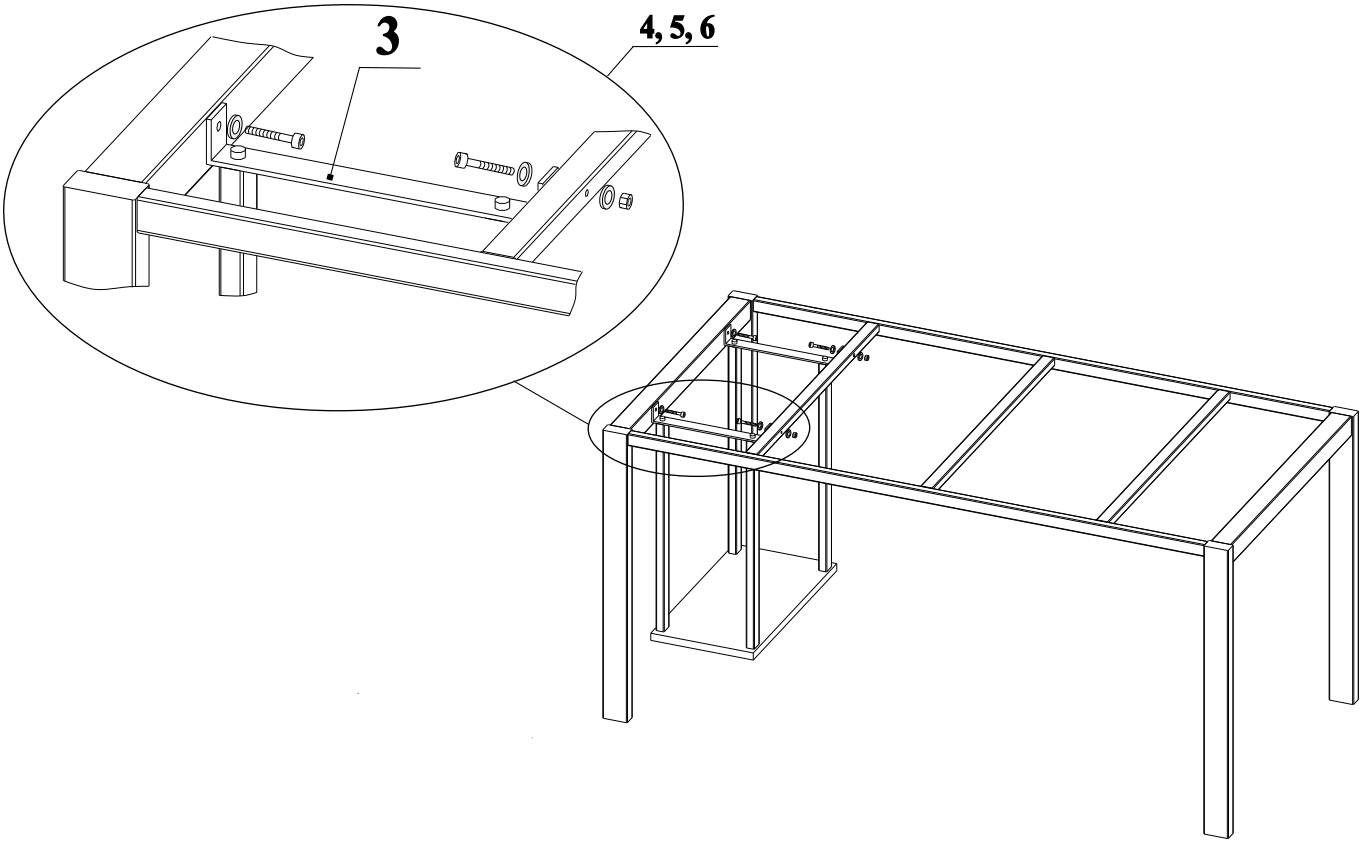
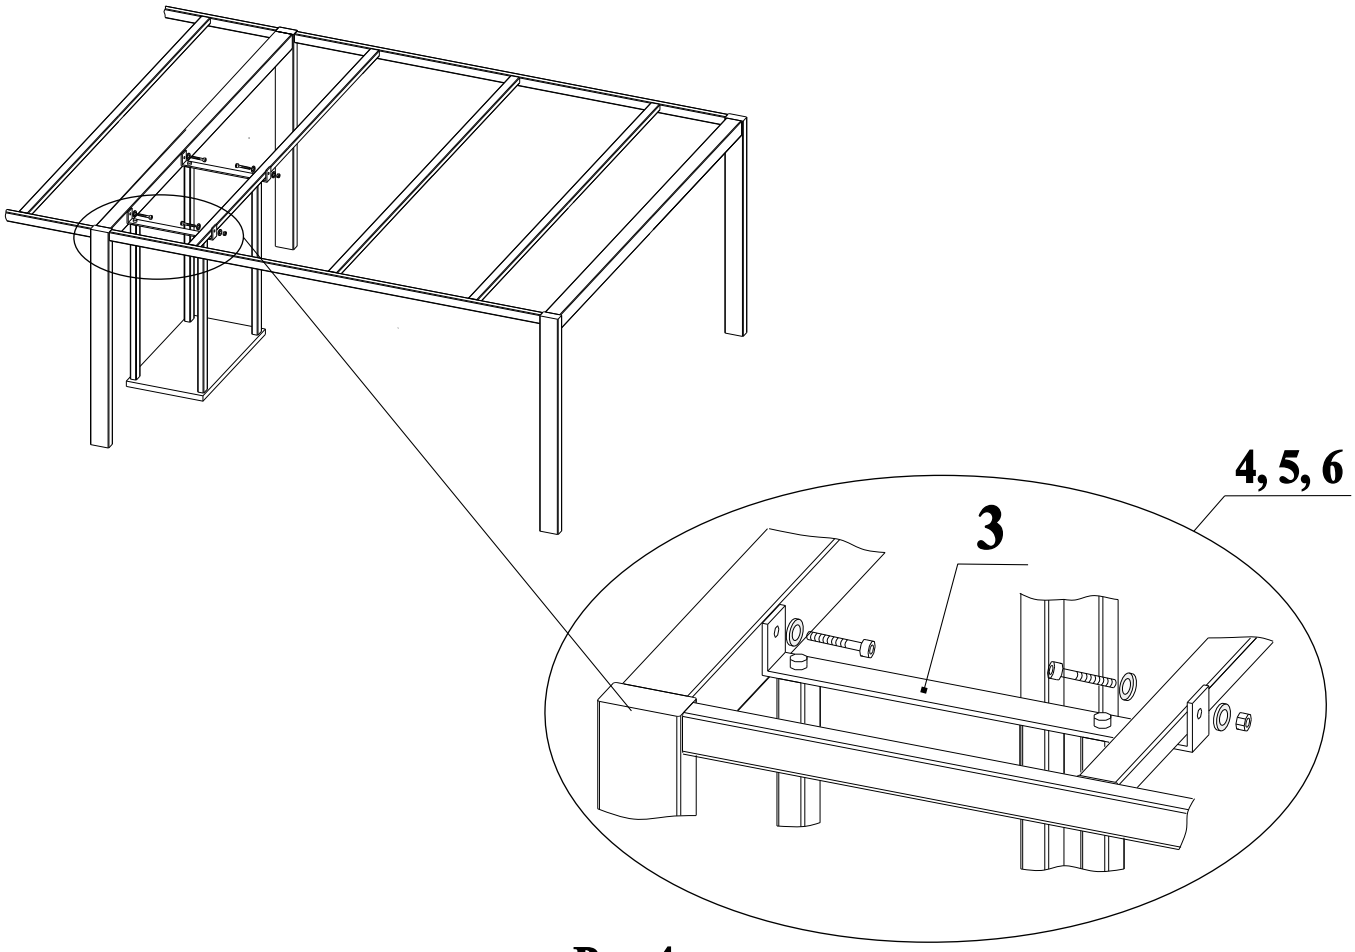

Рис.3
Рис.4
3. Присоединить кронштейны к траверсам металлокаркаса, согласно рис. 3, если подвес крепится на крайние травесы металлокаркаса. Или рис.4, если подвес крепится на промежуточные траверсы бенч-системы.